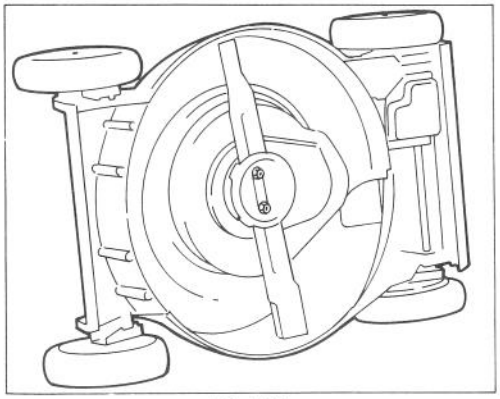

Bild 32
3. Mäher auf die rechte Seite kippen (Bild 32). Drehen des Mähmessers vermeiden, da sich sonst Startprobleme ergeben köonten.